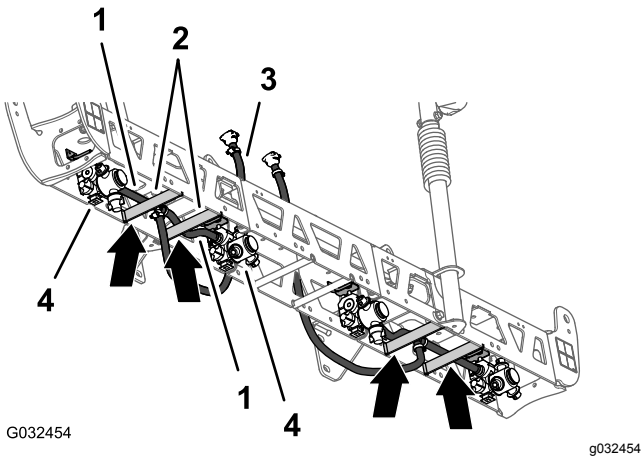
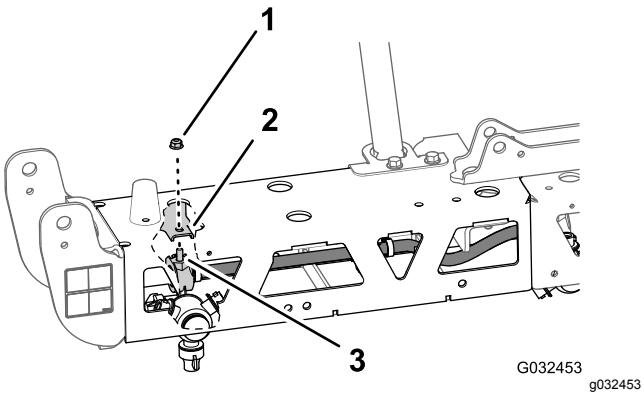

Figur 57
Figur 58
1. Før slangen 13 mm og dyseenheden mellem afstiverstængerne i den ydre afstivning (Figur 57).
2. Før slange og dyse over afstiverstangen og udad mod det udvendige dysebeslag (Figur 57).
3. Juster sekskantbolten (5/16 x 3/4 tomme) på sprøjtedysen gennem hullet i dysebeslaget, og fastgør løst dysen til holderen med en flangelåsemøtrik (5/16 tomme) fra GeoLink-finishingsættet til sprøjtesystem (Figur 58).
4. Før den anden slange 13 mm og dyseenheden mellem s-afstiverstængerne på den ydre afstiver (Figur 57).
5. Før slangen og dysen over afstiverstangen og indad til det indvendige dysebeslag (Figur 57).
6. Juster sprøjtedysens sekskantbolt (5/16 x 3/4 tomme) gennem hullet i dysebeslaget (Figur 58), og fastgør løst dysen til beslaget med den flangelåsemøtrik (5/16 tomme), du fjernede i trin 1 og 4 i Afmontering af sprøjtedyserne (side 22).
8. Før slangen og modhagekoblingen (13 x 810 mm) til siden af midtersprøjtesektionen med venstre og højre støttebeslag (Figur 57).
9. Gentag trin 1 til 8 for den ydre slange og dyseenhed ved den anden ydre afstiver (Figur 57 og Figur 58).